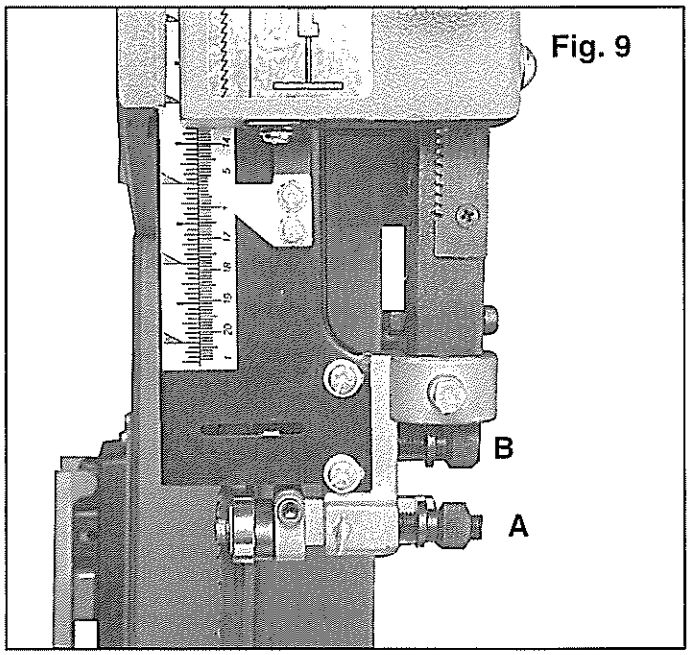

Fig. 9
• The bearings for the upper and lower guide assembly should be .5mm from the sides of the blade. There is also a micro adjustment at the rear of the guides to move them forward or back. Fig. 9 A. Make sure the guide bearings are set back from the blade teeth.